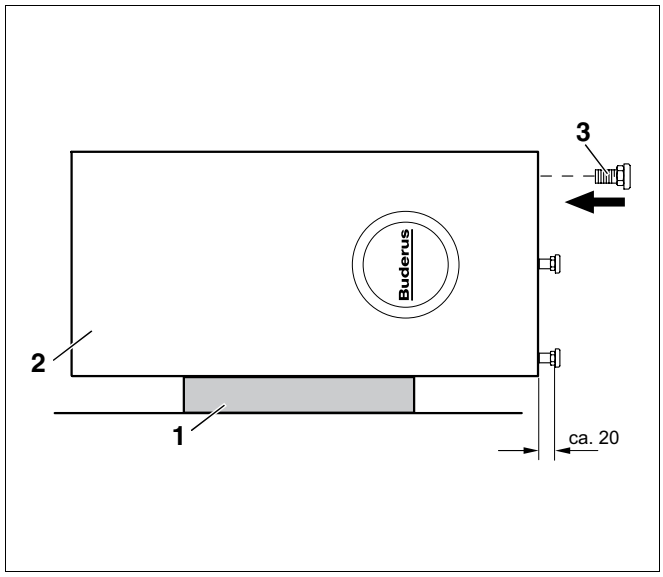

Afb. 5 Instelbare voetjes monteren
- Hef de boiler (afb. 5, **pos. 2**) over de zijkant van de pallet en plaats hem voorzichtig op het deksel van de verpakking (afb. 5, **pos. 1**).
- Neem de in hoogte verstelbare voetjes uit de bodemverpakking (styropor) en draai de voetjes M10 × 30 (afb. 5, **pos. 3**) in de onderkant van de boiler.